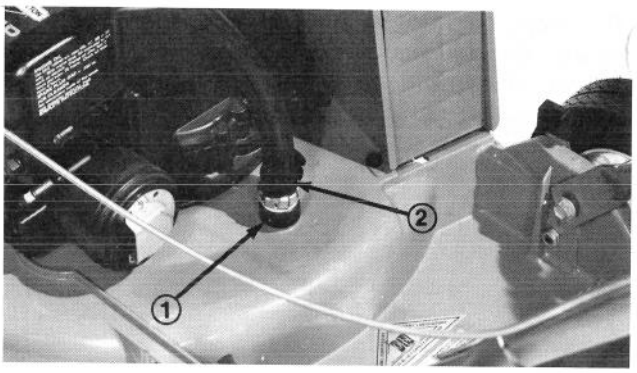

Afbeelding 21
3. Start de motor. Steek het uiteinde van een tuinslang, zonder tuit, in het spoelgat (Afb. 21). Gebruik middelmatige waterdruk, laat het water en de motor ongeveer 2 minuten lopen.
BELANGRIJK: Slijp de bovenzijde van het mes en behoud de originele snijhoek (Afb. 21).